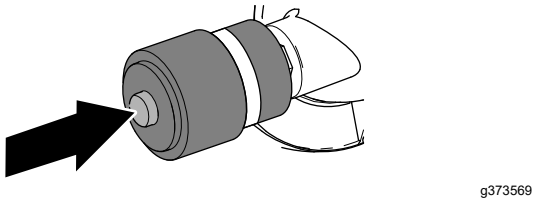

Figuur 81
1. Als er een rode band op de onderhoudsindicator verschijnt, moet u op de resetknop aan het uiteinde van de indicator drukken (Figuur 81).